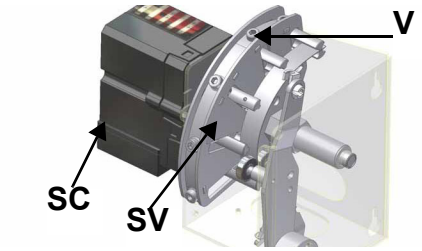

Рис. 28
11 в режиме большого пламени и с сервоприводом в положении 90° найти винт **V** варьируемого сектора **SV** (Рис. 28), соответствующий подшипникам, которые скользят по пластинке и соответствуют положению сервопривода
**Примечание:** Если необходимо изменить мощность горелки в режиме малого пламени, необходимо воздействовать напрямую на соответствующий кулачок сервопривода (см. следующий параграф). После этой операции проверить расход газа и анализы уходящих газов через штуцеры по отбору давления. При недостатке или избытке воздуха воздействовать на винты **V** варьируемого сектора (Рис. 28) в соответствии с точкой регулирования воздуха в режиме малого пламени (откручивая - расход увеличивается, закручивая - расход уменьшается).